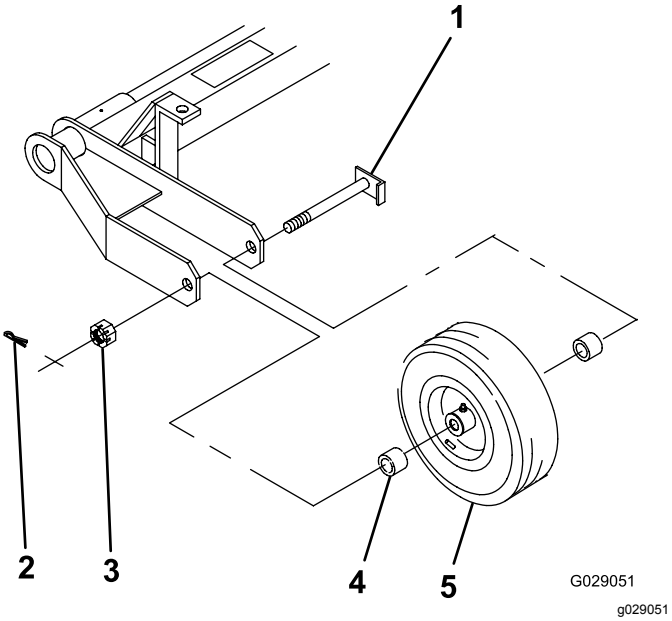

Figur 2
1. Rett inn hjulenheten og to avstandsstykker (ett på hver side av hjulnavet) mellom rammen, som vist i Figur 2.
2. Før akselen gjennom rammen, avstandsstykkene og hjulet (Figur 2).